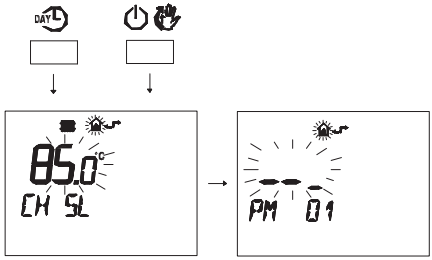

Fig. 7.37
- Press buttons DAY and ⏻ at the same time to enter transparent programming (Fig. 7.37)